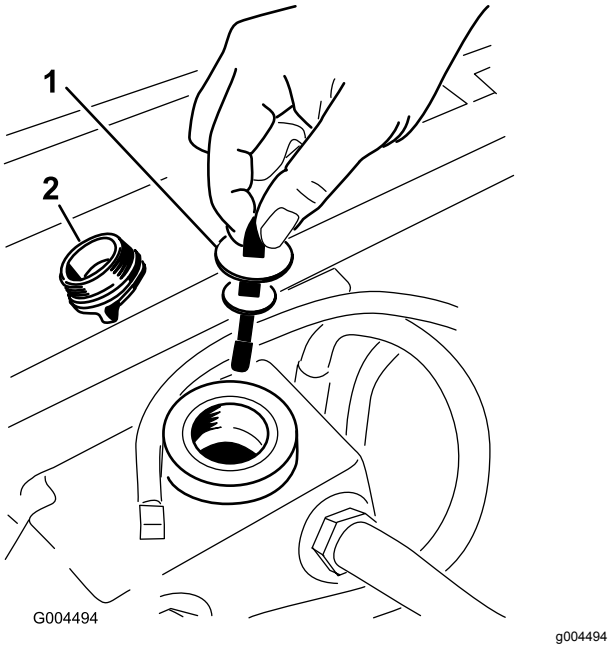

**Bild 57**
5. Nehmen Sie den Deckel des Hydraulikbehälters vom Einfüllstutzen ab (Bild 57).
6. Nehmen Sie den Peilstab heraus und wischen Sie ihn mit einem sauberen Lappen ab (Bild 57).
7. Stecken Sie den Peilstab in den Einfüllstutzen und ziehen ihn dann heraus, um den Ölstand zu prüfen (Bild 57).